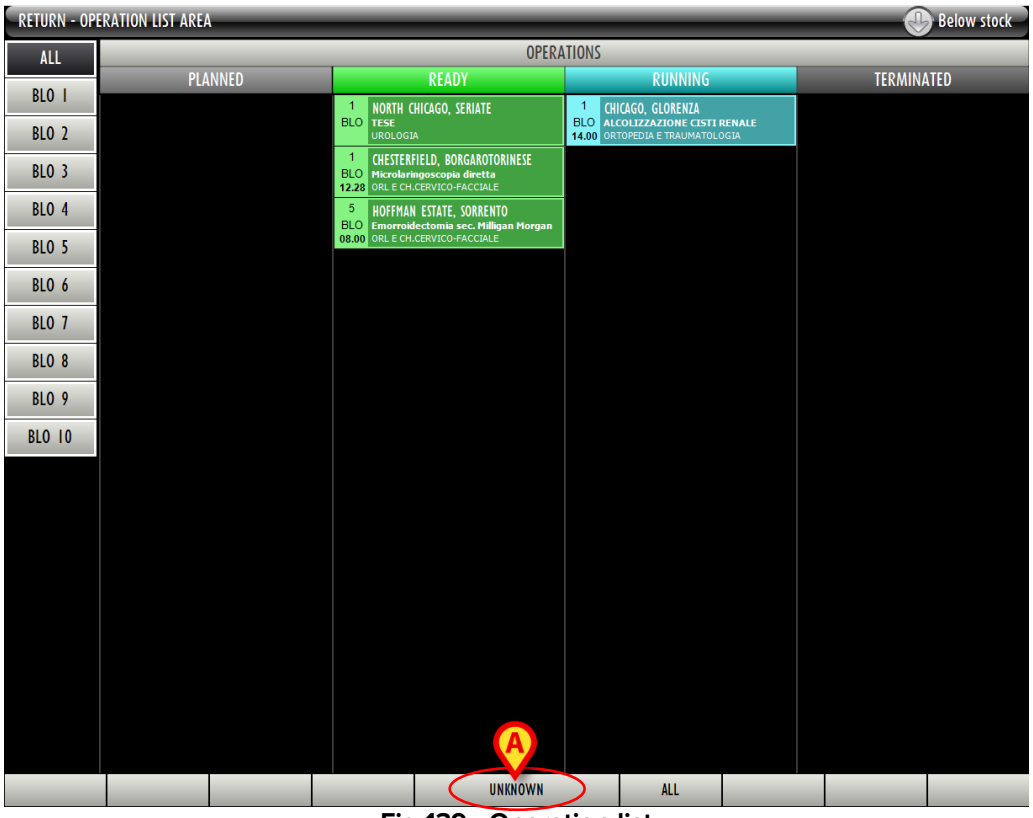

Fig 139 - Operation list
The “Operation list” screen opens (Fig 139):
- Click the **Unknown** button on the command bar (Fig 139 **A**).